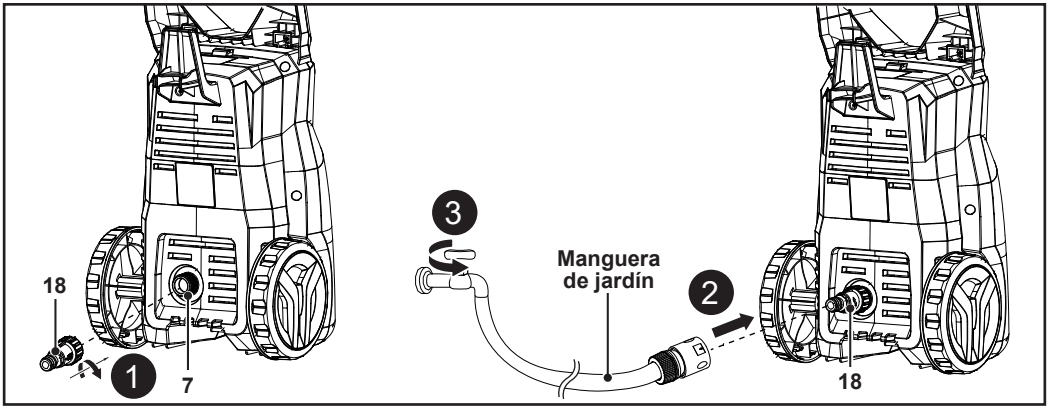

Fig. 7
1. Retire el tapón de plástico de la entrada de agua (5).
2. Conecte el conector de entrada de agua (18) a la entrada de agua (5) enroscándolo hacia la derecha (Fig. 7, paso 1).
3. Conecte un extremo de una manguera de jardín (no incluida) al conector de entrada de agua (18) (Fig. 7, paso 2).
4. Conecte el otro extremo de la manguera de jardín a un suministro de agua adecuado (Fig. 7, paso 3).